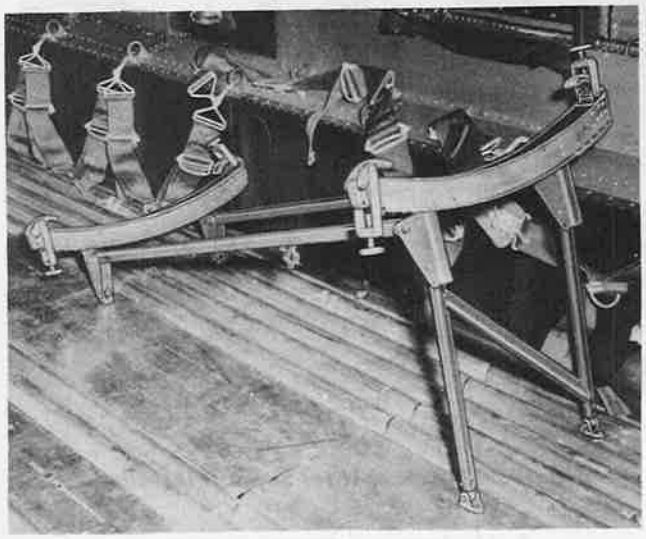

Figure 598—Lower Litter Support—Inclined Position
c. Place the tongue ends of the "Z" support into the floor fittings and replace the pin and the safety. (See figure 598.)